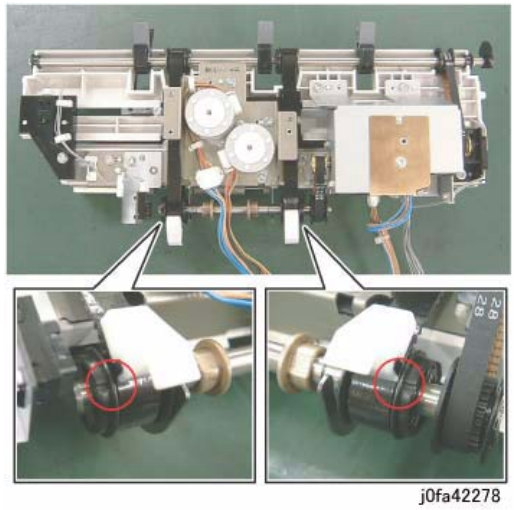

Figure 3 Installing the Eject Belt
2. Install and align the Eject Belt with marks on the Pulleys (Figure 3):